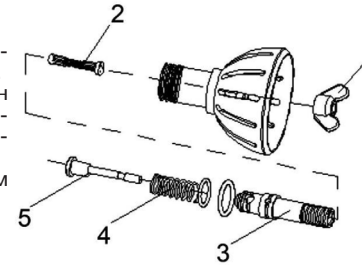

Рис. 5
- Извлеките цилиндр распылителя (3) с поршнем (5), пружиной (4) и клапаном (2), рис.5.